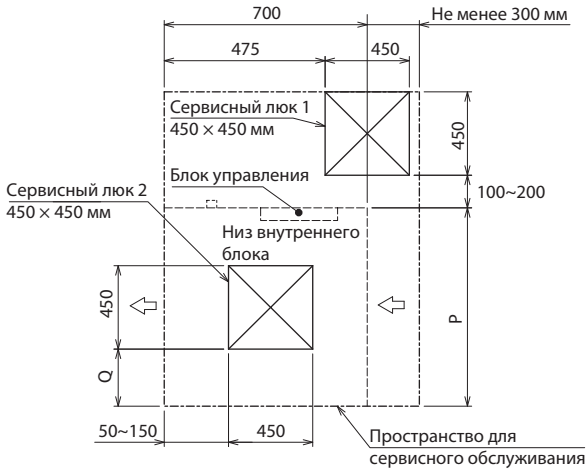

Рис. 2 Вид A
• Установите сервисный люк 1 и 2 (450 × 450 мм), как показано на рис. 2. (Сервисный люк 2 не требуется, если пространства под блоком достаточно для проведения сервисного обслуживания.)